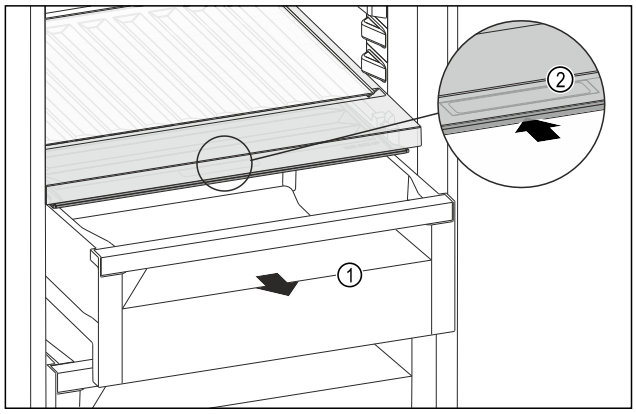

Fig. 158
▶ Extrageți sertarul *Fig. 158 (1)*.
▶ Prindeți mânerul încastrat *Fig. 158 (2)* de la capacul compartimentului și glisați concomitent capacul compartimentului spre partea posterioară.